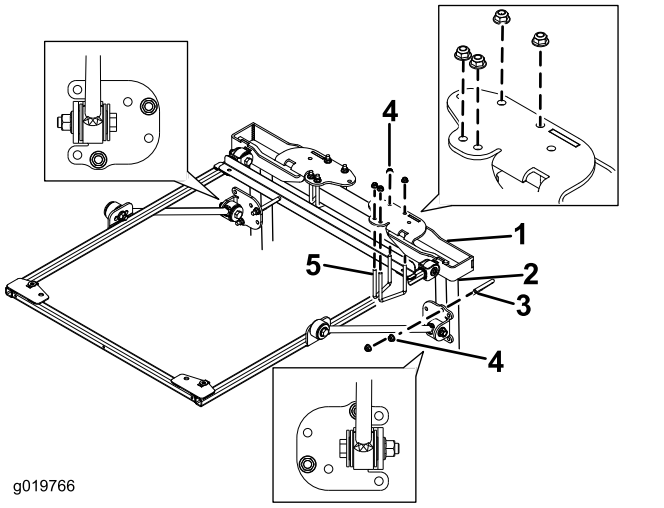

Figura 28
5. Coloque los soportes de montaje del ROPS encima de la barra antivuelco de la unidad de tracción (Figura 28). Asegúrese de que la barra antivuelco está centrada entre los soportes de montaje del ROPS.
6. Usando los taladros de montaje indicados en Figura 28, monte cada soporte de montaje del ROPS en la parte superior de la barra antivuelco con 2 abrazaderas (2¾") y 4 tuercas con arandela prensada.
7. Usando los taladros de montaje indicados en Figura 28, sujete provisionalmente cada uno de los soportes de los tirantes a los postes de la barra antivuelco con 1 abrazadera (4") y 2 tuercas con arandela prensada.